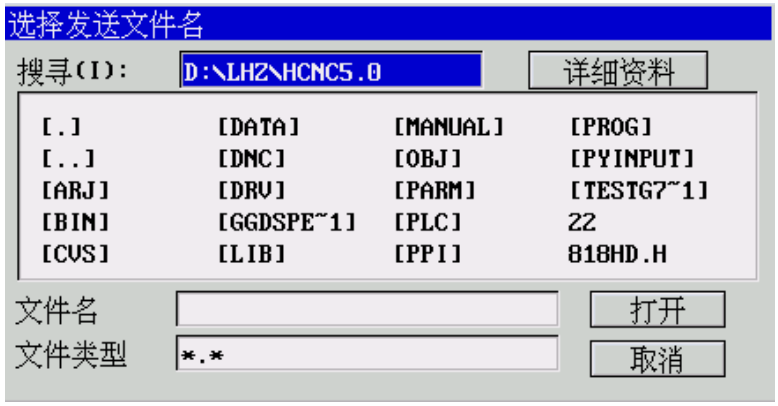
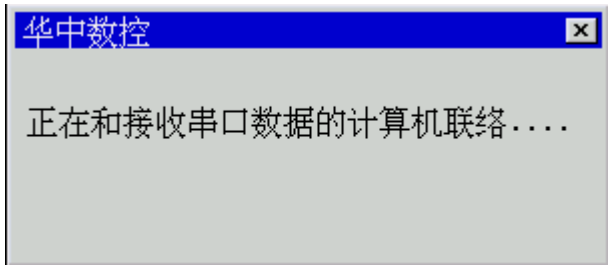

图 7.9.1 选择发送文件名
图 7.9.2 提示正与 NC 装置联络
(6) 按 **Enter** 键，弹出如图 7.9.1 所示对话框；
(7) 选择发送路径和文件名；
(8) 按 **Enter** 键，弹出如图 7.9.2 所示对话框，提示“正在和接收串口数据的计算机联络”；